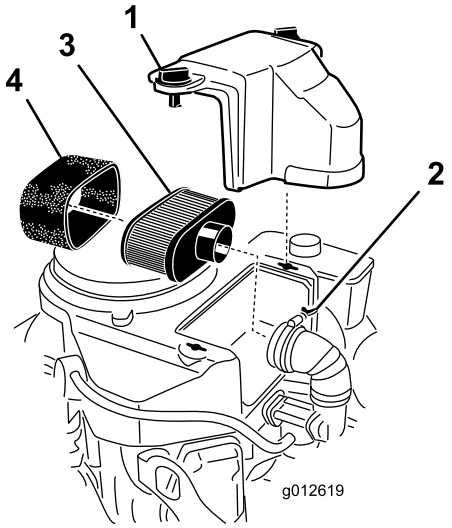

Figura 42
3. Para evitar qualquer dano, limpe à volta do filtro de ar para impedir a entrada de impurezas para o interior do motor (Figura 42).
4. Desaperte os manípulos da tampa e retire a cobertura do filtro de ar (Figura 42).
5. Desaperte a braçadeira de tubo e retire a estrutura do filtro do ar (Figura 42).
6. Retire cuidadosamente o filtro de esponja, passando pelo filtro de papel (Figura 42).
1. Limpe o elemento de papel batendo suavemente para remover a sujidade. Se estiver muito sujo, substitua o elemento de papel por um novo (Figura 42).
1. Coloque cuidadosamente o filtro de esponja, passando pelo filtro de papel (Figura 42).
2. Coloque a estrutura do filtro do ar na base do filtro do ar ou tubo e prenda-a (Figura 42).
3. Coloque a cobertura do filtro de ar na respectiva posição e aperte o manípulo da tampa (Figura 42).